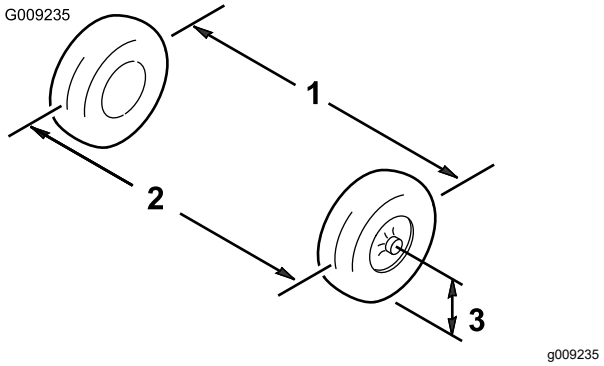

Figur 59
3. Mål afstanden mellem begge fordækkene ved akselhøjden ved både forsiden og bagsiden af fordækkene (Figur 59).